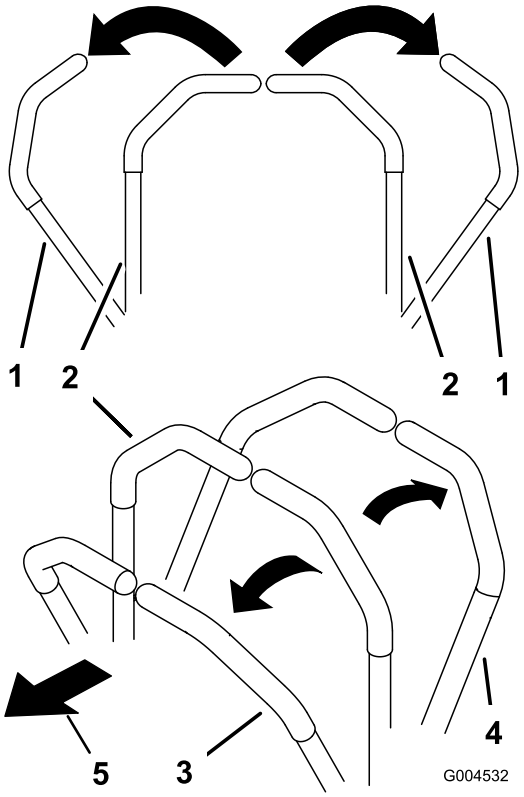

Figur 17
3. Kør fremad ved langsomt at skubbe bevægelseshåndtagene fremad (Figur 17).
Kør lige ud ved at påføre begge bevægelseshåndtag samme tryk (Figur 17).
Drej ved at flytte bevægelseshåndtaget mod neutral i den retning, du ønsker at dreje (Figur 17).
2. Bak ved langsomt at trække bevægelseshåndtagene bagud (Figur 17).
Drej ved at udløse trykket på bevægelseshåndtaget i den retning, du ønsker at dreje (Figur 17).